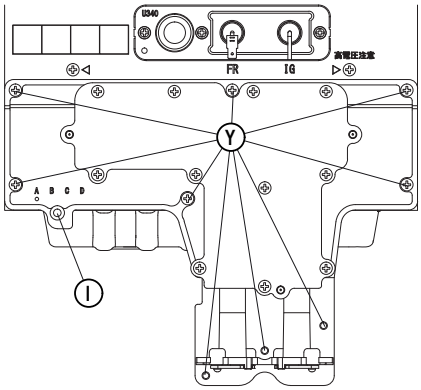
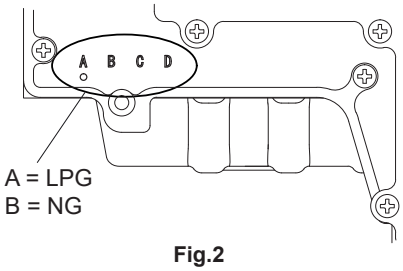

Fig.1
Fig.2
2. Retirar el encendedor (tornillo ‘I’ - Fig.1) y sustituir el colector del gas (tornillos ‘Y’ - Fig.1). El tipo de gas esta indicado sobre el colector (Fig.2).